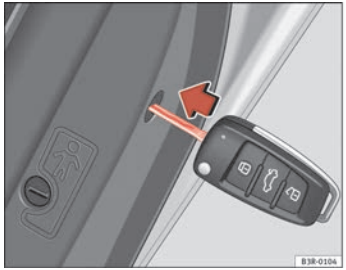

Fig. 73 Activating manual locking
– Insert the key into the slot inside ⇒ fig. 73 and turn it as far as the stop, i.e. about 90 degrees to the right (doors on right side) or to the left (door on the left side).